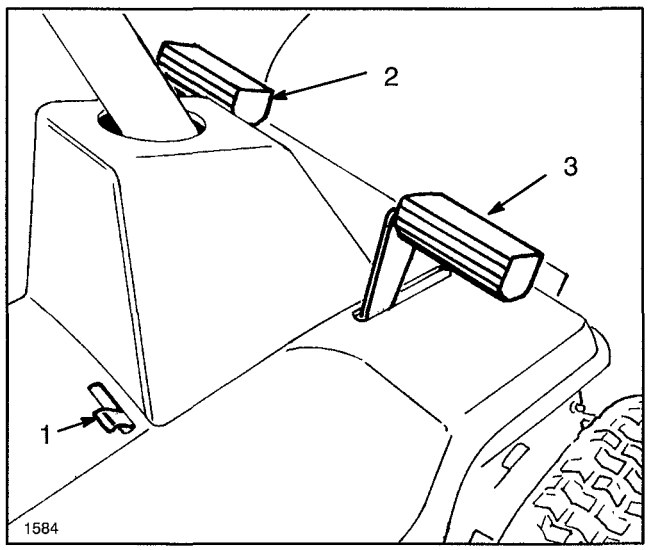

Figure 6
Clutch Pedal (Fig. 6)—Foot–operated clutch pedal is used in conjunction with gear shift. Depress clutch pedal fully when shifting gears. Depress clutch pedal whenever brake is used.
Brake Pedal (Fig. 6)—Foot–operated brake pedal must be depressed to slow down or stop the rider. When pedal is depressed, a caliper engages the brake disc on the side of the transmission. Always depress clutch pedal when using brake.
Parking Brake (Fig. 6)—Parking brake must be used in conjunction with brake pedal. When pedal is depressed and end of parking brake lever holds brake pedal in depressed position, a caliper engages the brake disc at side of transmission.
Ignition Switch (Fig. 6)—Switch has three positions: ON, OFF and START.
1. Engage the parking brake (Fig. 6): refer to using Parking Brake, page 13.
2. Move parking brake control to the left and release brake pedal until it contacts end of parking brake lever (Fig. 6).
3. To release the parking brake, depress brake pedal (Fig. 6), which will allow parking brake lever to return to its disengaged position. Then release brake pedal.